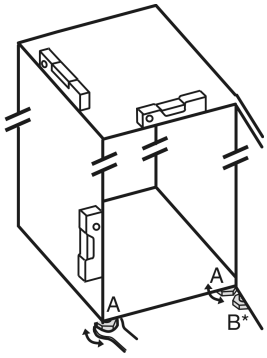

Fig. 5
▶ Seřizovací nožky *Fig. 5 (A)* vyšroubujte pomocí přiloženého vidlicového klíče a pomocí vodováhy, dokud nebude spotřebič pevně vyrovnaný.
▶ Seřizovací nožku *Fig. 5 (B)* na stojanu ložiska vytáčejte pomocí přiloženého vidlicového klíče, až dosedne na zem.
▶ Seřizovací nožku *Fig. 5 (B)* otáčejte dál o 90°.